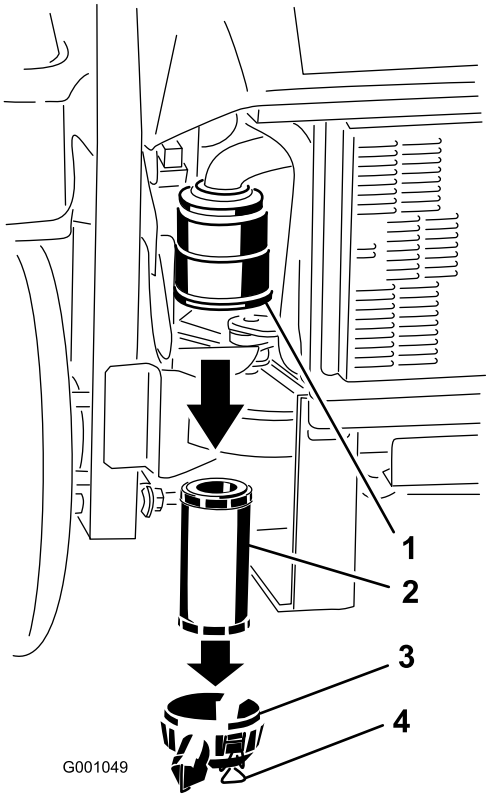

Figur 39
3. Åpne låsene på luftrenserdekslet og trekk luftrenserdekslet av luftrenserkroppen (Figur 39).
5. Skyv filteret forsiktig ut av luftrenserkroppen (Figur 39). Pass på at filteret ikke slår bort i luftrenserkroppen.